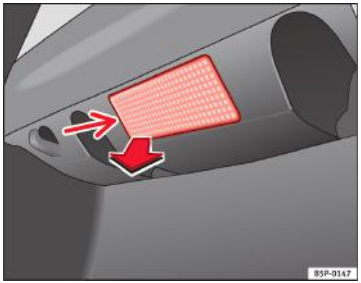

Fig. 166 Lampa din portbagaj
– Scoateți suportul în formă de lalea apăsând pe marginea interioară a acestei săgeți cu muchia unei şurubelnițe ⇒fig. 166.